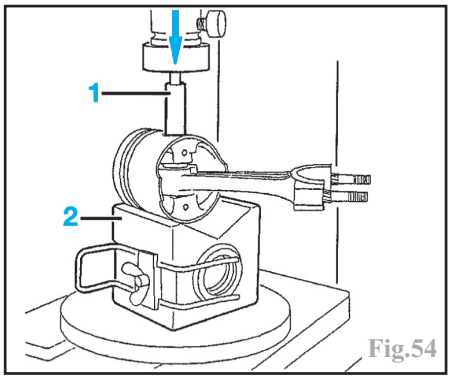

Fig.54
Placer la tête du piston sur un support en "**V**" (2) et aligner l'axe de piston avec le trou de dégagement (Fig.54).